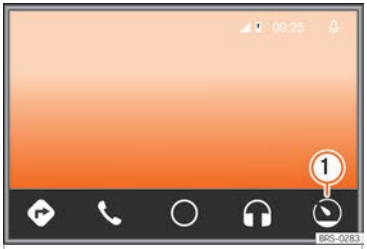

Fig. 221 Android Auto™ Menu
- On the Android Auto™ service press ››› Fig. 221 ①.